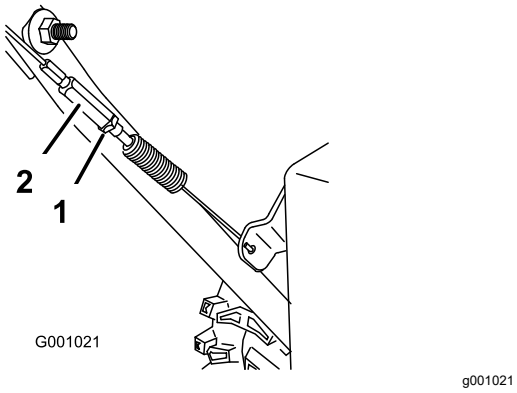

Figur 33
3. Dra åt kontramuttern (Figur 33).